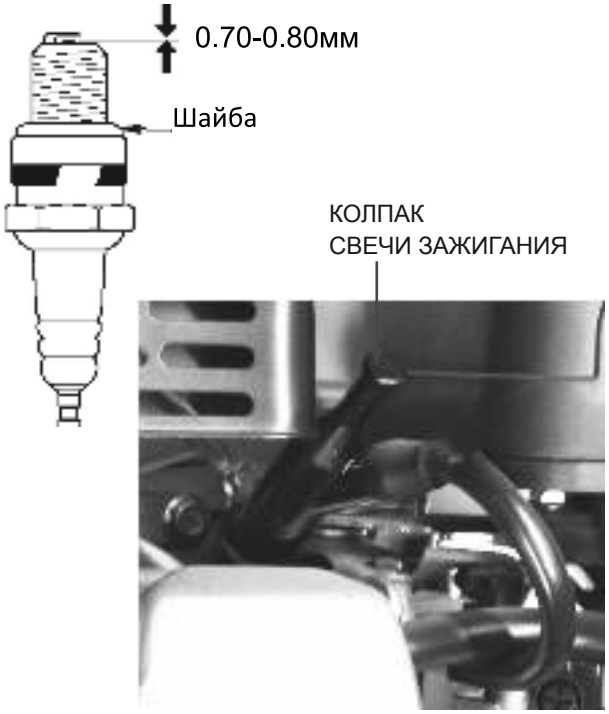

Рис.16
1. Отсоедините колпак свечи зажигания (Рис.16) и удалите грязь вокруг свечи зажигания.